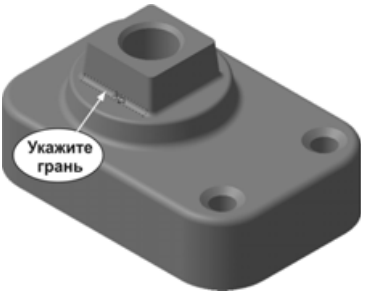

Рис. 4.16
- Левой кнопкой мыши укажите любую круглую грань в основании пирамиды (рис. 4.16), затем правой вызовите контекстное меню и выполните команду **Редактировать исходный элемент**.